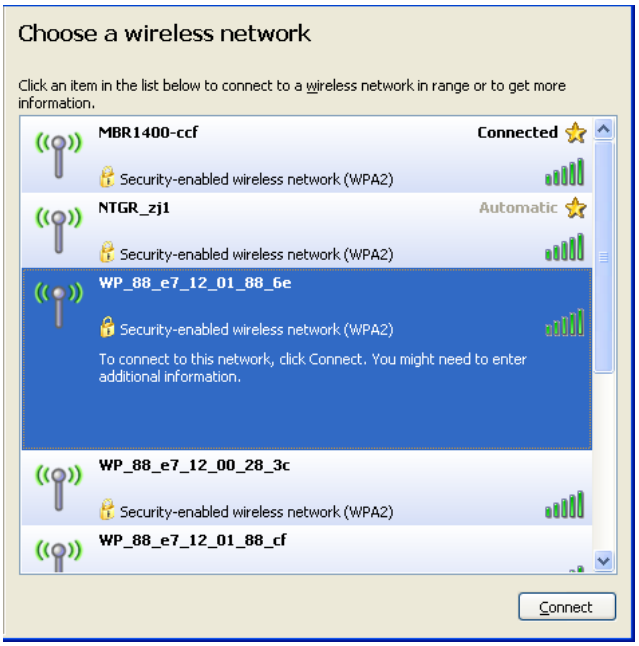

Figure 11
2. Select the appliance from the list. It will be identified with the characters of the MAC ADDRESS but with different punctuation (ex. WP_88_E7_12_00_28_3C). Select "Connect." If the appliance is not listed, you may need to refresh the list of available wireless networks (Figure 11).